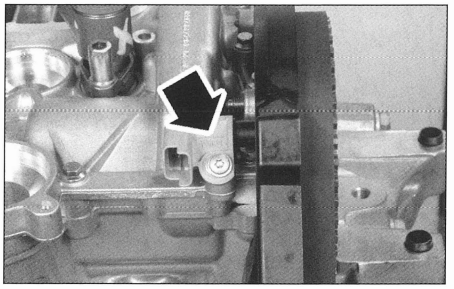

FIG. 52
- el captador de posición de eje de levas **(fig. 52).**